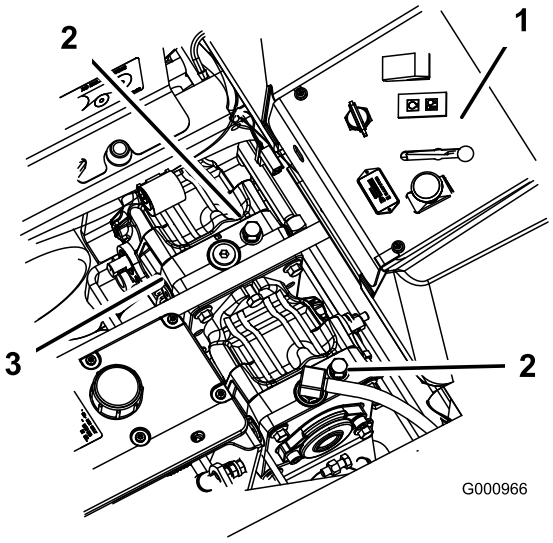

**Figur 27**
2. Drej omløbsventilerne en omgang mod uret for at skubbe. Derved får hydraulikvæsken mulighed for at løbe uden om pumpen, hvilket gør hjulene i stand til at dreje (Figur 27).
Drej omløbsventilerne en omgang med uret for at betjene maskinen (Figur 27).